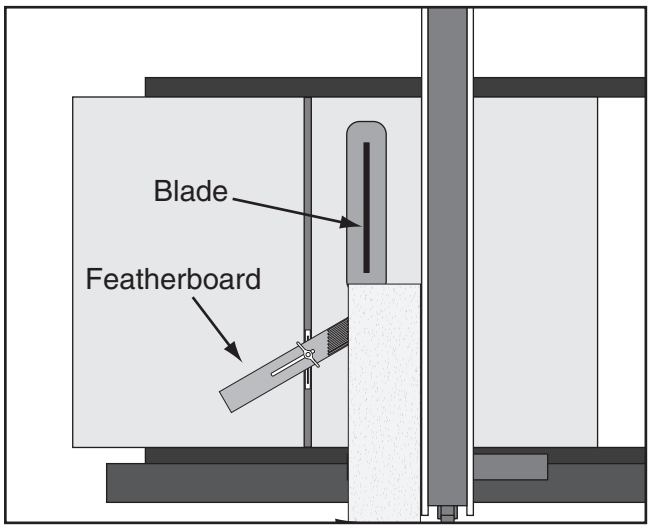

Figure 84. Featherboard installed in miter slot and supporting workpiece for ripping cut.
3. Slide featherboard miter bar into miter slot, making sure fingers slant toward blade, as shown in **Figure 84**.